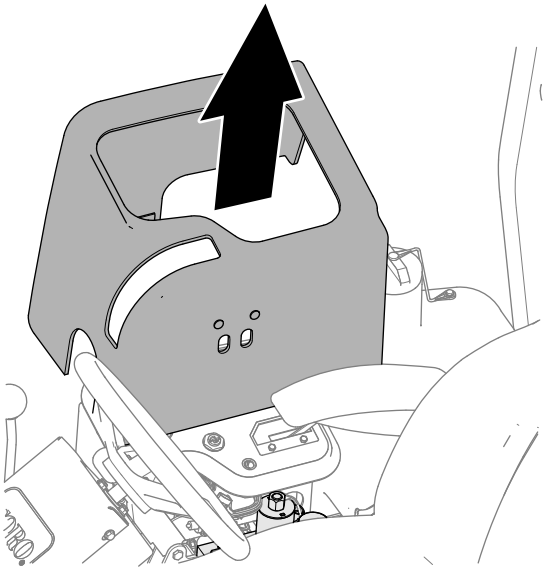

Rysunek 92
3. Podnieś osłonę konsoli montowaną na magnesie (Rysunek 92), aby uzyskać dostęp do zblocza kosiarki.